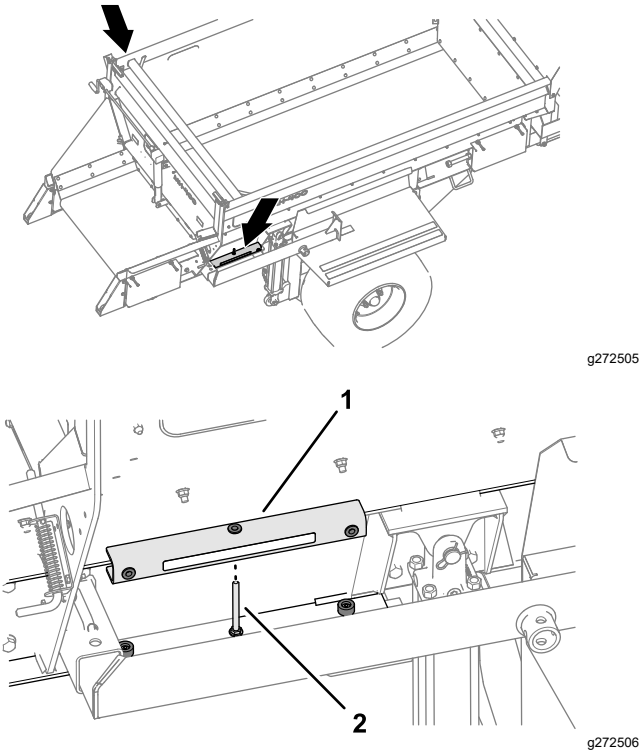

Figuur 45
1. Verwijder de hydraulische cilindersteunen aan weerszijden van de hopper (Figuur 45).